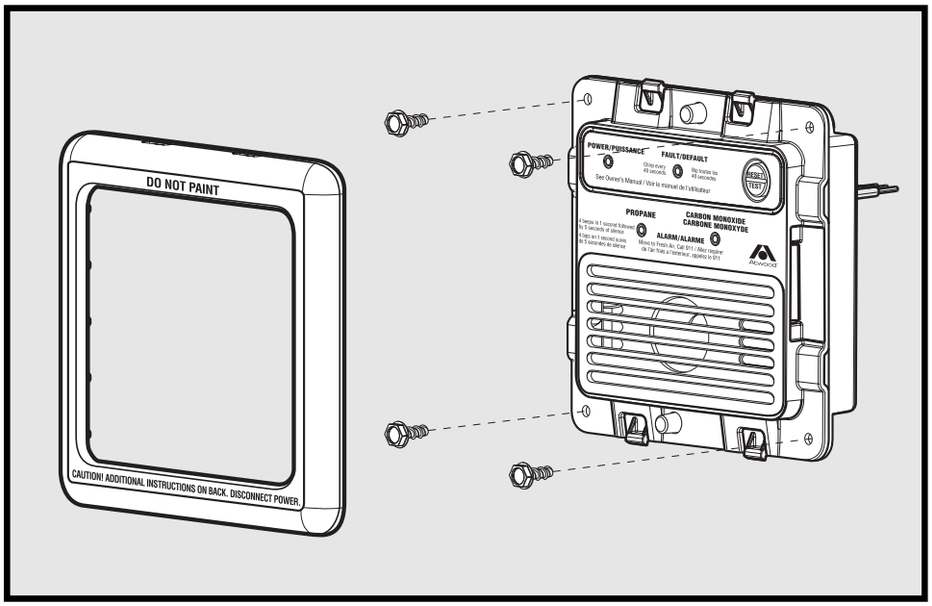

Figure 4: Detector Assembly
8) Snap the bezel over the detector. See the detector assembly drawing in Figure 4.